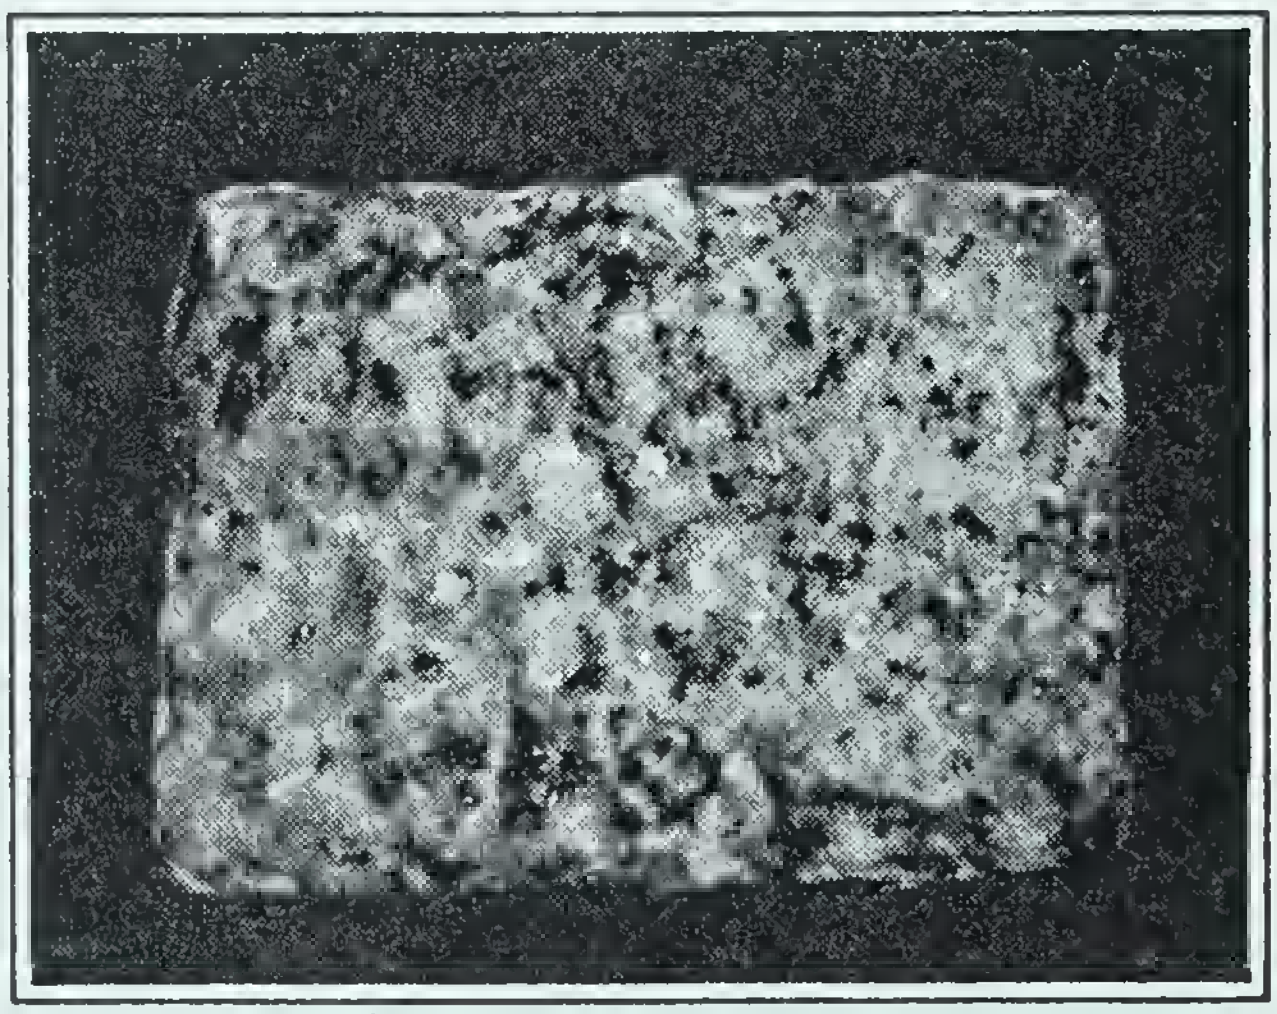

Fig. 282. A sample of granite
3. ***Granite.*** This well-known building stone varies in composition, but consists mainly of crystals of feldspar and mica cemented together by silica (Fig. 282).